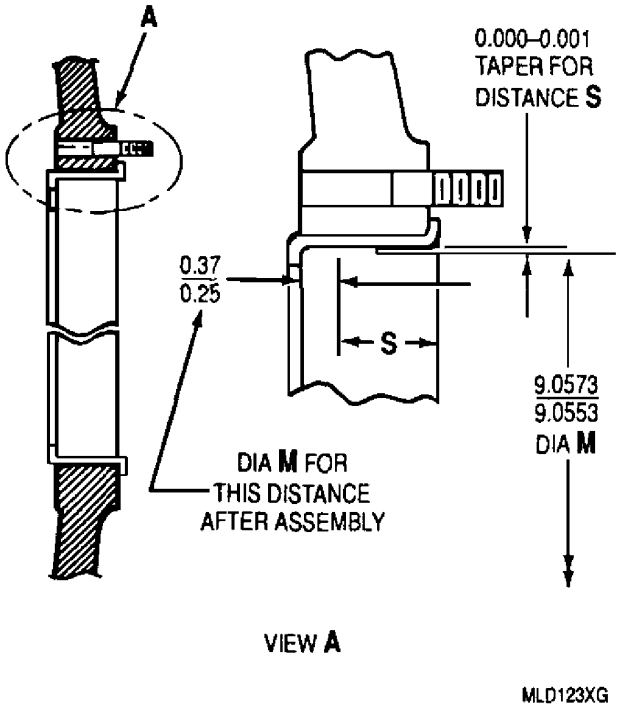

Figure 5. Carrier Rear Bearing Cage − Dimensional Check
e. Bearing cage ID shall be 9.0553 − 9.0573 in. as shown (figure 5) after assembly has cooled to room temperature.